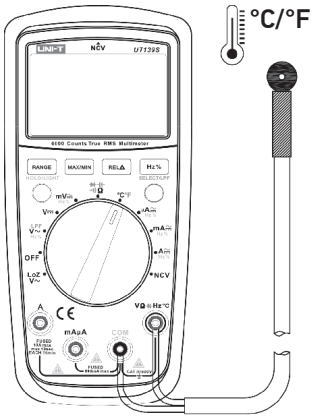

Рисунок 8
1) Установите поворотный переключатель в положение **°C°F** (Рисунок 8).